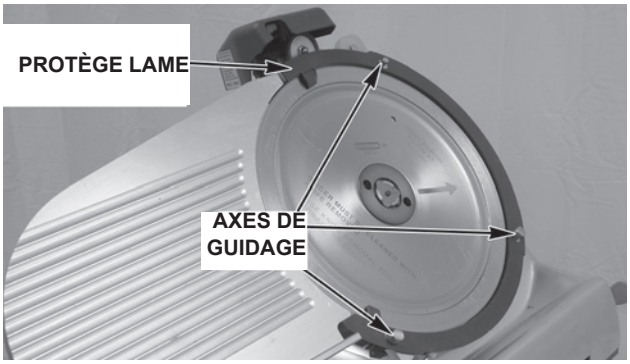

Fig. 23
- Installez le protège lame sur les trois axes de guidage (Fig. 23).